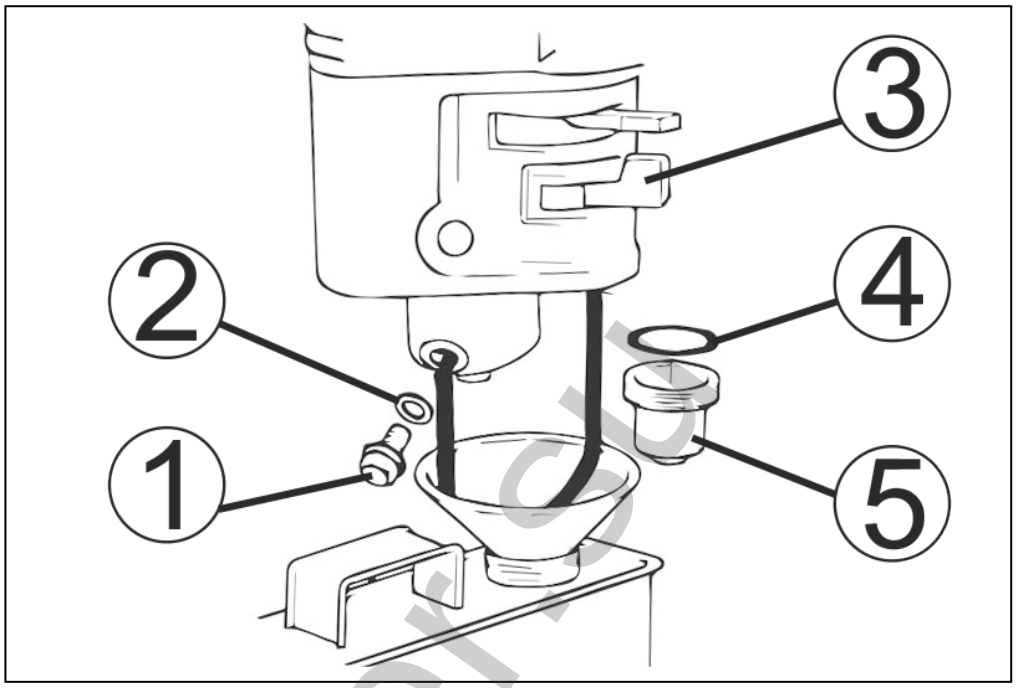

Рис. 17. Обслуживание фильтра-отстойника.
1. Установите рычаг топливного крана (3) (Рис. 17) в положение «ЗАКРЫТО».
3. Открутите болт (1) сливного отверстия и слейте топливо из поплавковой камеры карбюратора.